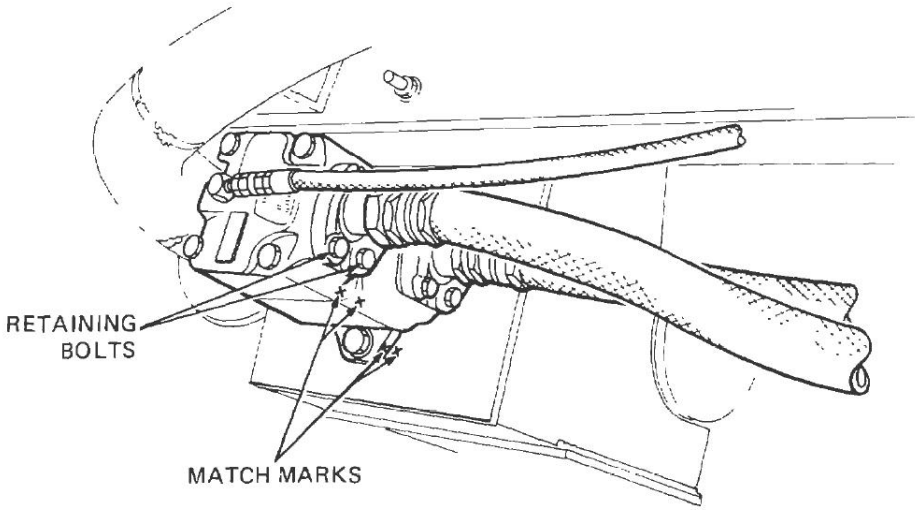

Figure 40 Hydraulic Motor
e. Remove the retaining bolts securing the flanges of the pressure supply and return hoses to the pump (Figure 40), discard the O rings then plug the hoses and the ports in the motor with plastic plugs.
f. Match mark the two halves of the motor and the motor flange to the mounting bracket (Figure 40).